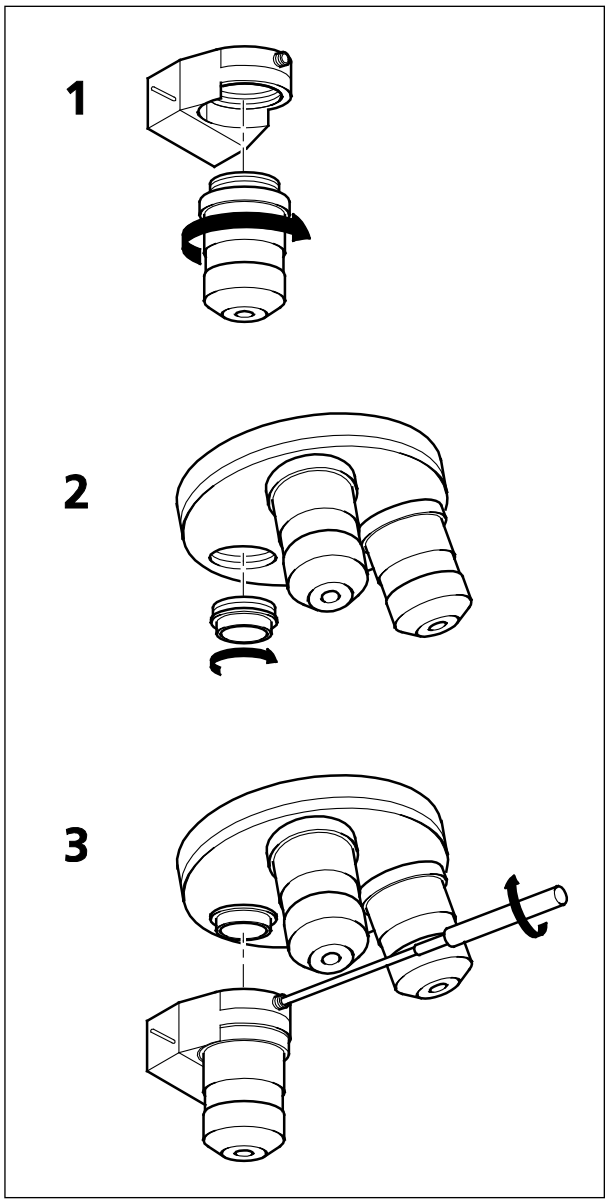

Fig. 3 **Installation of the Piezo Objective Focusing Device**
- Screw in your microscope objective into Piezo Objective Focusing Device (see Fig. 3/**1**).
- Screw the thread-ring into your microscope (see Fig. 3/**2**).
- Easy clamp the Piezo Objective Focusing Device on the thread-ring (see Fig. 3/**3**).